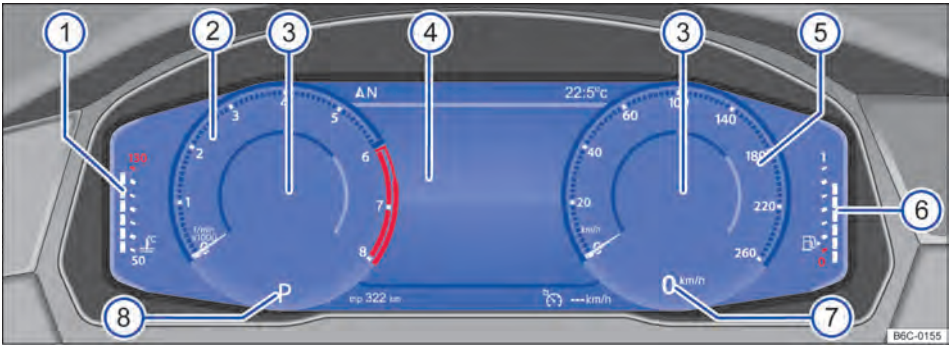

Fig. 10 Active Info Display no painel de instrumentos (variante 1).
Explicações sobre os instrumentos → Fig. 10:
Dependendo da versão do rádio e do perfil de informação selecionado, o Active Info Display mostra informações adicionais no centro de instrumentos redondos → Fig. 10 ③. Os seguintes perfis de informação podem ser selecionados: